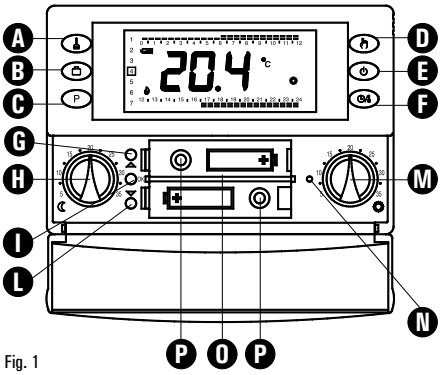

Fig. 1
6. Inserir las pilas en el compartimiento pilas (**O** de Fig. 1); ver párrafo ' INSERCIÓN/SUSTITUCIÓN BATERÍAS '.
1. Abrir la tapa del compartimiento pilas (Fig. 1).
4. Solo si el cronotermostato no responde correctamente realizar un reset mediante el botón indicado en **N** di Fig. 1; **NO USAR AGUJAS O INSTRUMENTOS QUE PUEDAN DAÑAR IRREPARABLEMENTE EL CRONOTERMOSTATO**.